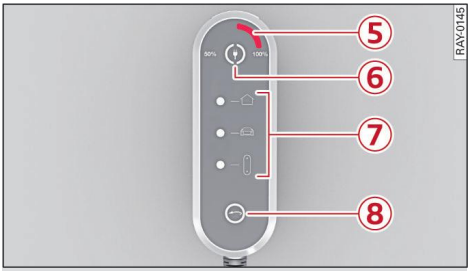

Fig. 81 Audi e-tron compact charging system: Operating unit
– To activate the charging capacity limitation, press and hold the button 6 ⇨ *Fig. 81* for at least two seconds.
If PE conductor monitoring has interrupted the charging cycle and the LED on the operating unit 6 ⇨ *Fig. 81* and the two status LEDs ⌂ and are lit in red, you should deactivate PE conductor monitoring as follows:
– To deactivate PE conductor monitoring, press and hold buttons 6 and 8 ⇨ *Fig. 81* simultaneously for six seconds. The status LED will flash in white while you are doing so. Release the buttons again for one second.